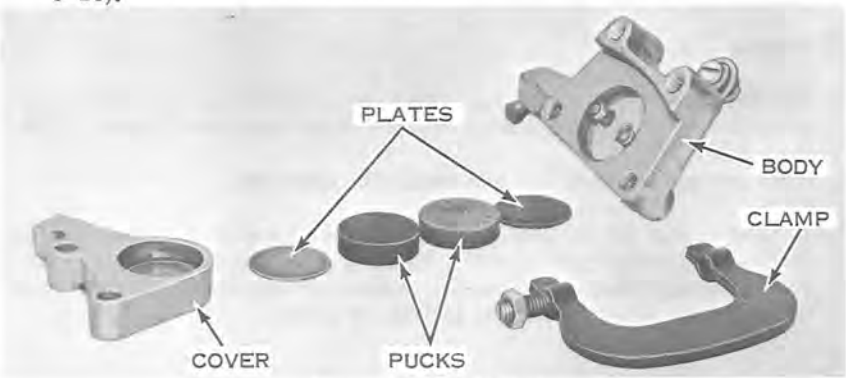

Figure 9-19. (1965)
a. Disassemble brake assembly as required, noting relative positions of components to assure correct reassembly (see Figures 9-19 and 9-20).